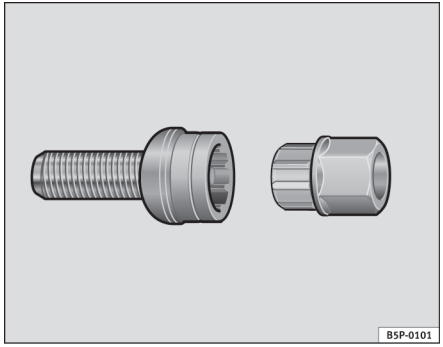

**Fig. 176 Anti-theft wheel bolt**
– Insert the adapter onto the wheel bolt and push it on as far as it will go ⇒ fig. 176.